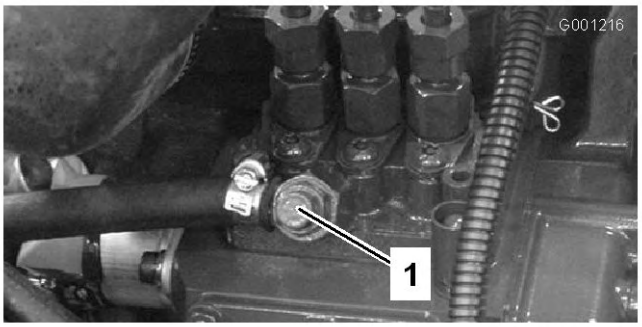

Figure 30
3. Desserrez la vis de purge sur la pompe d'injection (Figure 30).